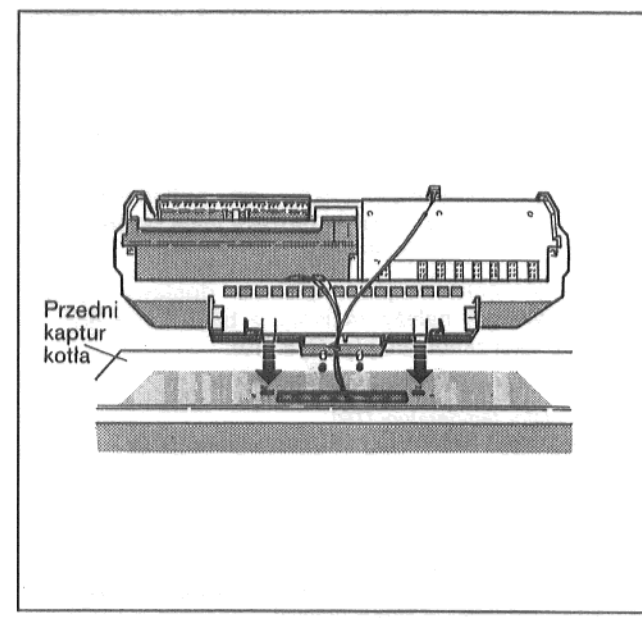

Rys. 35 - Nasadzanie aparatu regulacyjnego
- Aparat regulacyjny nasadzić na przedni kaptur regulacyjny w taki sposób by haki do wsuwania na stronie dolnej aparatu regulacyjnego zostały z przodu wprowadzone w owalne otwory (p. Rys. 35).